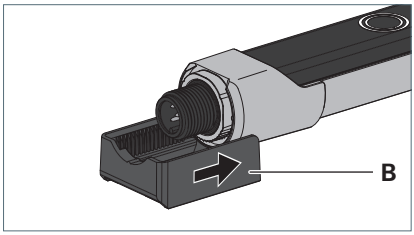

Fig. 4: Halter montieren.
▶ Stecken Sie den Halter **B** auf das Seitenteil, sodass sich die Rastnase des Halters in der Nut des Seitenteils befindet und der Halter am Seitenteil einrastet, siehe Fig. 4.